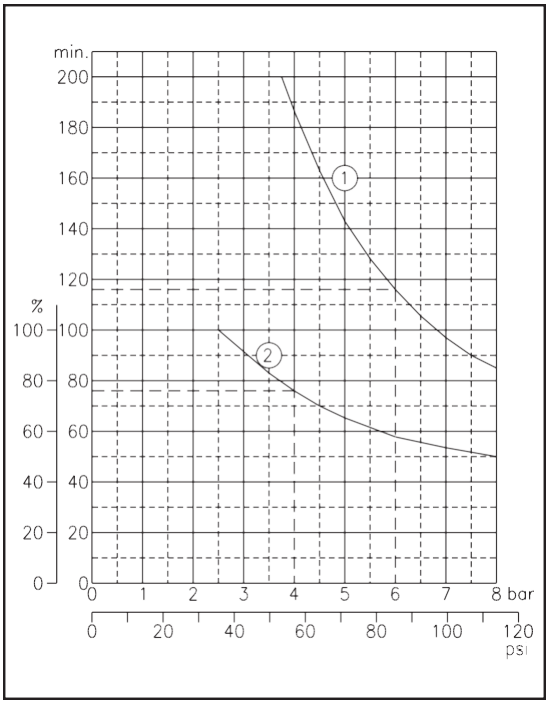

Fig.5
- La curva 1 (fig.5) indica i tempi di funzionamento continuo, alle varie pressioni, prima che il relé termico del motore arresti il compressore (Temperatura del motore 115° C. circa). Questi tempi sono calcolati parten- do da una temperatura di 20° C al momen- to dell' avviamento. Esempio: